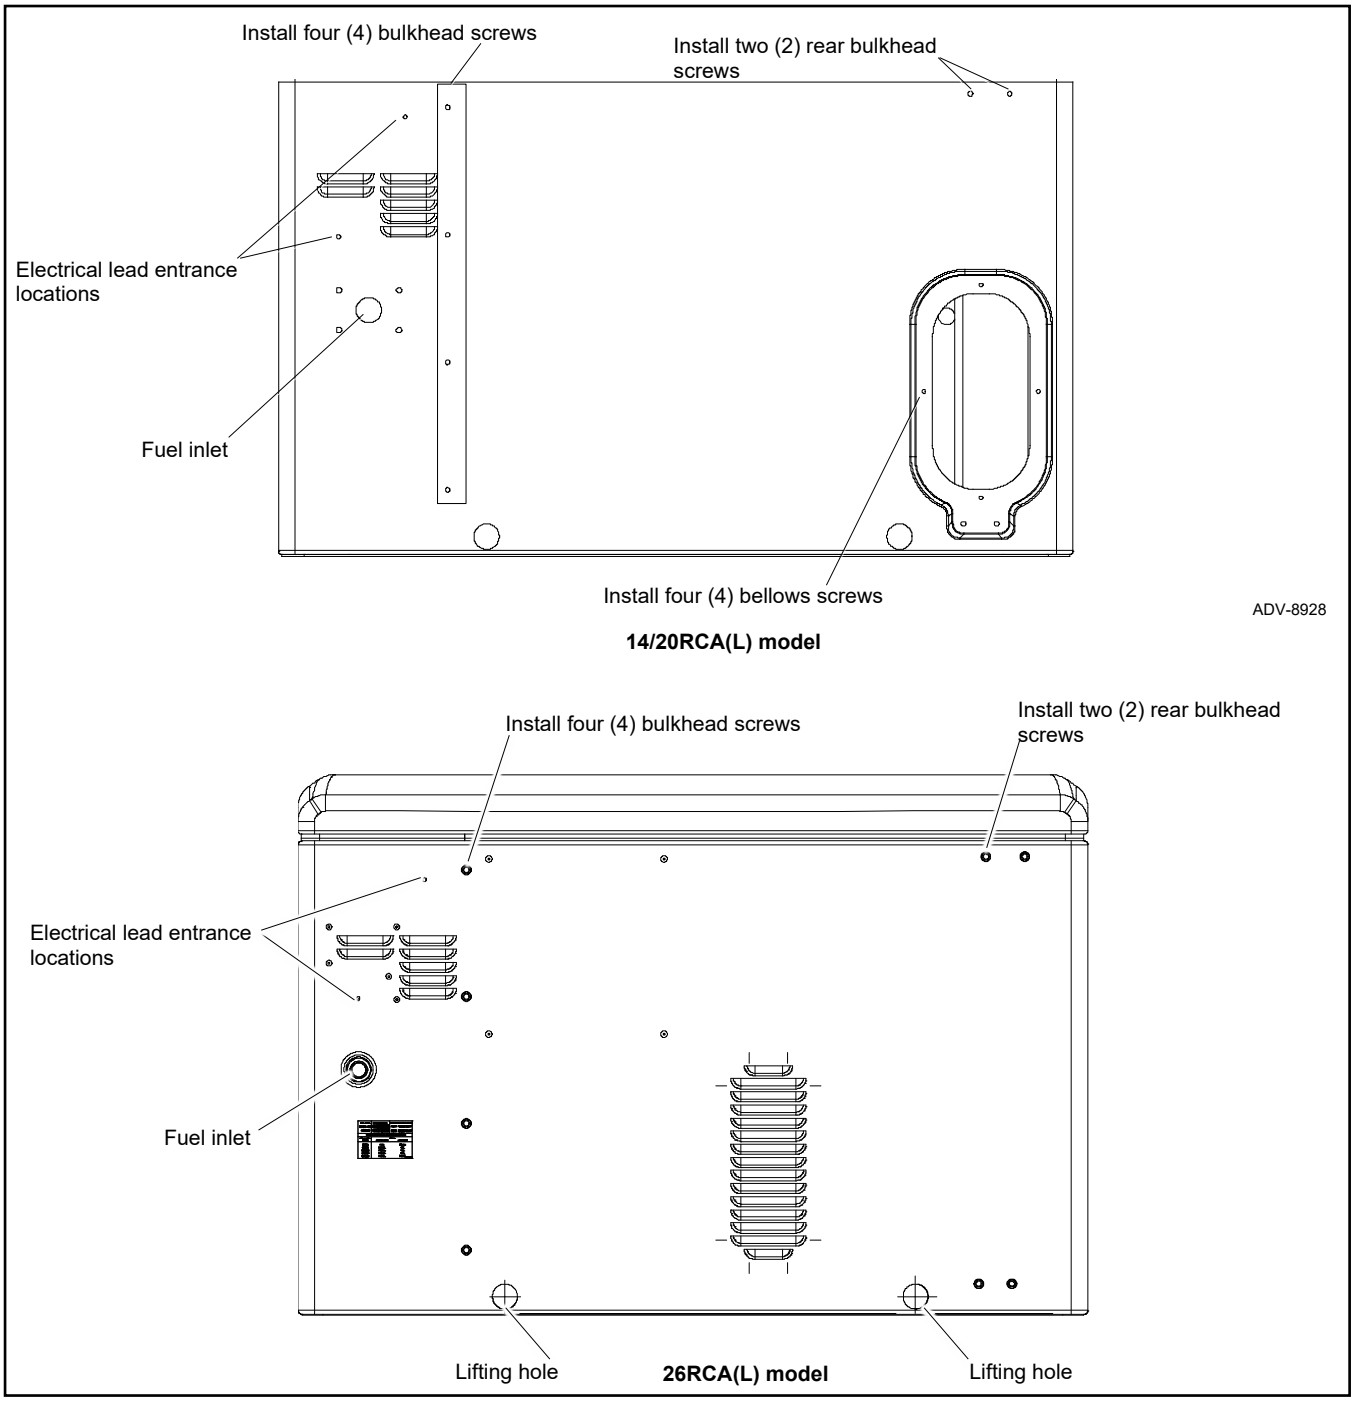

Figure 141 Left Side Panel
12. Place the left side panel into position. See Figure 141.
13. Install four screws that secure the left side panel to the bulkhead. See Figure 141.